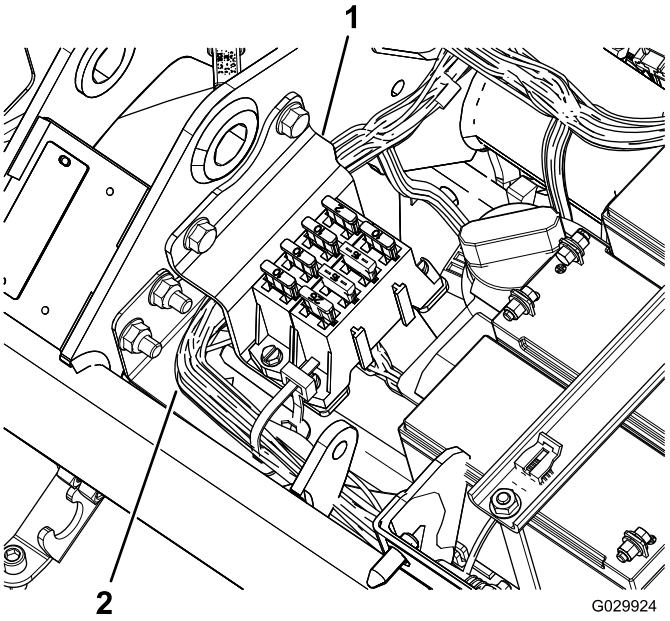

Figuur 10
23. Monteer de zekeringenhouder (Figuur 10).